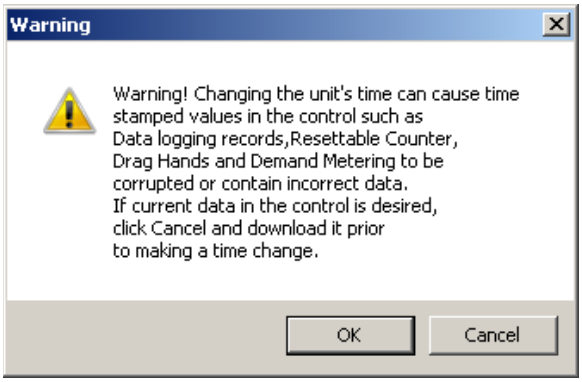
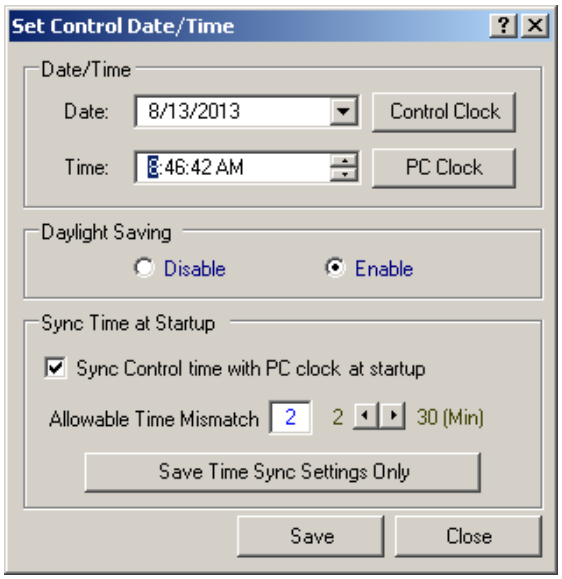

Figure 3-69 Set Date/Time Warning Dialog Screen
Figure 3-70 Set Control Date/Time Dialog Screen
1. From the TapTalk® Main Screen Utility drop down menu select **Set Date & Time**. TapTalk will display a warning (Figure 3-69) regarding time stamped values. Select **OK**. TapTalk will display Figure 3-70.
2. From the Set Control Date/Time dialog screen (Figure 3-70) select either **Control Clock** or **PC Clock**.